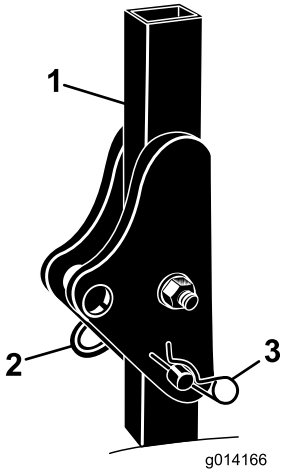

Figura 3
1. Retire las chavetas y los pasadores de la barra anti-vuelco (Figura 3).
2. Eleve la barra anti-vuelco a la posición vertical, instale los dos pasadores y fíjelos con los pasadores de horquilla (Figura 3).